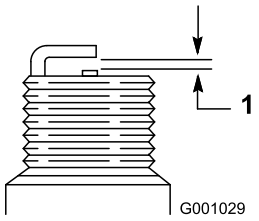

**Figura37**
4. Setai spaiul dintre electrozi pe o nouă bujie la 0,76 mm conform (Figura37).